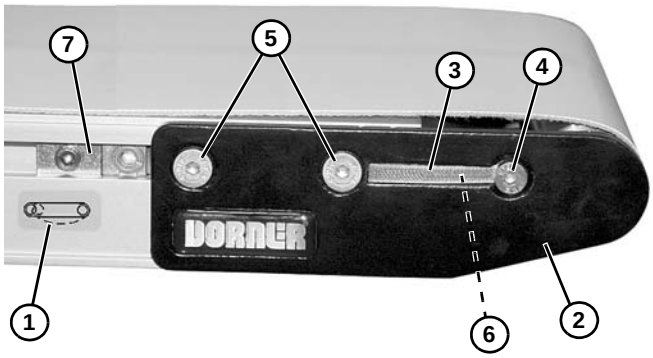

Abbildung 54
1. Auf der Spannseite des Förderbands, mit einem Etikett gekennzeichnet **(Abbildung 54, Teil 1)**, die Kopfplattenbaugruppe **(Abbildung 54, Teil 2)** einstellen:
a. Falls mit Abdeckhauben **(Abbildung 54, Teil 3)** bestückt, die Schraube **(Abbildung 54, Teil 4)** und die Abdeckhaube auf beiden Seiten des Förderbands abnehmen. Schraube **(Abbildung 54, Teil 4)** wieder montieren.
b. Auf beiden Seiten des Förderbands Befestigungsschrauben **(Abbildung 54, Teil 5)** lösen und Zahnradgetriebe **(Abbildung 54, Teil 6)** drehen, um die Kopfplattenbaugruppe einzustellen.
3. Wenn die Spannung richtig eingestellt ist, die Befestigungsschrauben **(Abbildung 54, Teil 5)** auf beiden Seiten des Förderbands auf 7 Nm festziehen.
4. Falls vorhanden, Abdeckhauben **(Abbildung 54, Teil 3)** einbauen.
5. Falls Exzenter-Tracking-Baugruppen **(Abbildung 54, Teil 7)** vorhanden sind, diese gegen die Kopfplatten positionieren und das Band-Tracking einstellen. Siehe „Tracking des Förderbands“ auf Seite 26.